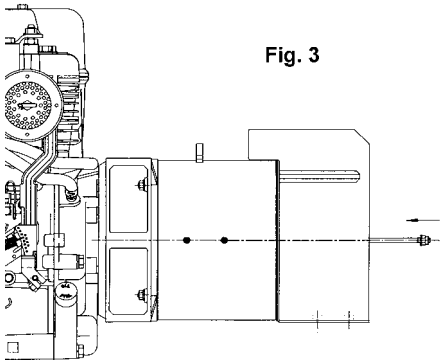

Fig. 3
-) insert the central bolt into its housing and screw the nut (figure 3)
| -) enfiler le tirante central dans son logement et visser l'écrou (figure 3) | -) Die mittlere Zugstange in ihrem Sitz einstecken und die Schraubmutter schrauben (Abbildung 3) | -) introducir el tirante central en su lugar y enroscar la tuerca (fig. 3) |